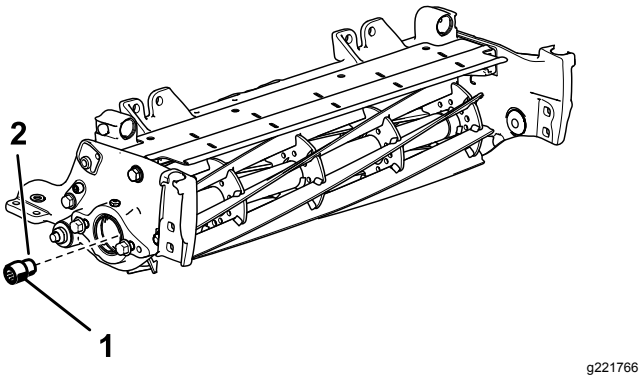

Bild 4
8. Tragen Sie Gewindesperrmittel mittlerer Stärke (z. B. Blue Loctite® 243) auf das Gewinde des neuen längeren Keileinsatzes (Bild 4) auf und befestigen ihn nur an der Spindelwelle an der Spindelmotorseite. Ziehen Sie den Keileinsatz auf 115-128 Nm an.